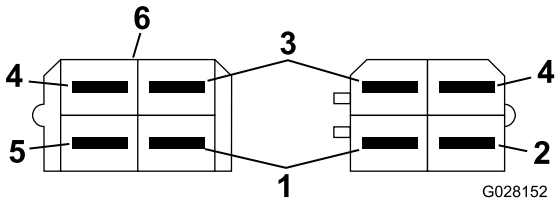

Figura 15
10. Conecte el conector del arnés de cables de la máquina con cable de color verde/blanco al conector marcado del faro izquierdo. (Figura 15).